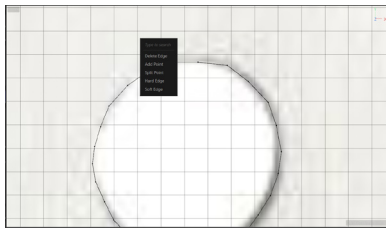

Figure 2-12 *Options displayed in the shortcut menu*
4. To edit the shape of *Spline*, right-click on the points one by one and choose the desired option from the shortcut menu displayed. To further edit the shape, right-click on the edges of *Spline* and choose the desired option to add points, modify the shape of the edges, and so on, refer to Figure 2-12. You can also use the **Spline Pen** tool to move and edit points on the line.